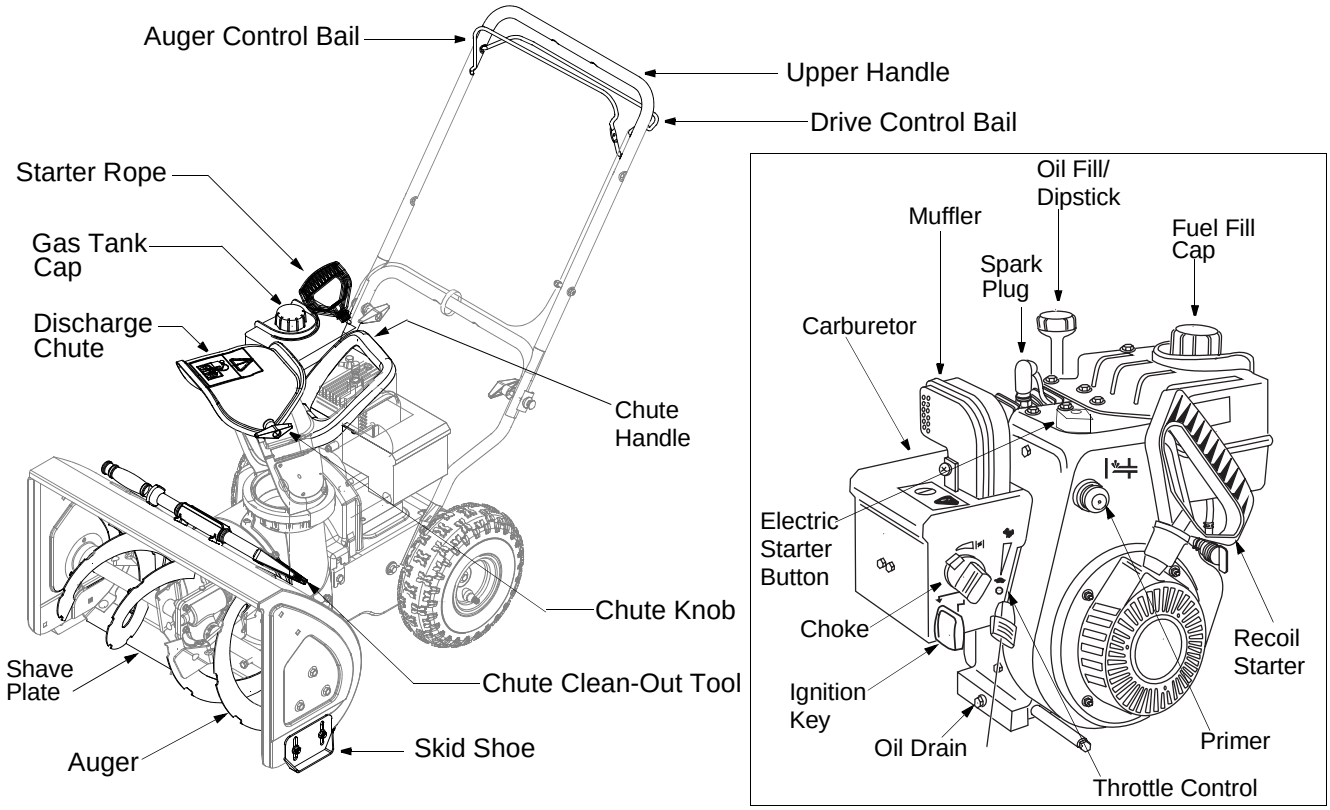

Figure 6
The space between the shave plate and the ground can be adjusted. Refer to Figure 6 for location of shave plate and skid shoes.
(See Figure 6 .)
1. Remove the dipstick from the oil fill. For location of the oil fill, see Figure 6.
- For location of engine controls, see Figure 6 .